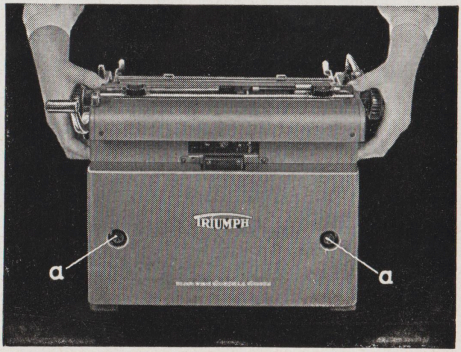

Abb. 1
Nun werden die beiden Knöpfe (a) an der Rückwand der Maschine eingedrückt und nach unten eingerastet. Dann faßt man den Wagen mit beiden Händen und bringt ihn genau senkrecht vorsichtig von oben auf das Maschinengestell, und zwar so, daß das auf der Unterseite des Wagens vorstehende Federhaus in die auf der linken Seite des Maschinengestells befindliche Aussparung gelangt (Abb. 1). **Beim Niederlassen kommt der Wagen ohne weiteres in seine richtige Lage. Dabei ist es zweckmäßig, die beiden Zeilenrichter** (13) **nach vorn abzuklappen,** wie unter Punkt 21 beschrieben. Durch leichten Druck nach oben läßt man die beiden Knöpfe (a) an der Rückwand der Maschine wieder herausspringen. Der Wagen ist dann fest mit dem Maschinengestell verbunden.